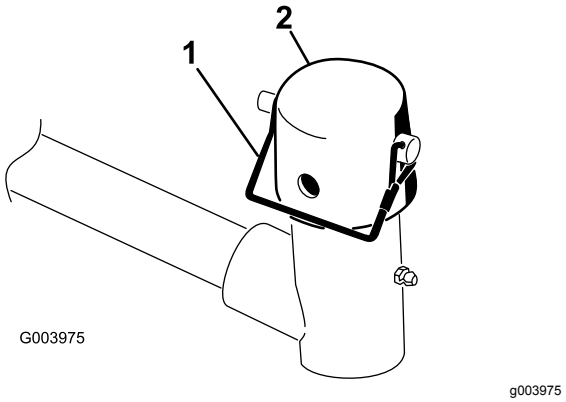

Figuur 7
6. Verwijder de borgpen en het kapje van het juk van het draaipunt van de hefarm (Figuur 7).
10. Bevestig het kapje en de as van het draagframe met de borgpen aan het juk van de hefarm (Figuur 7).